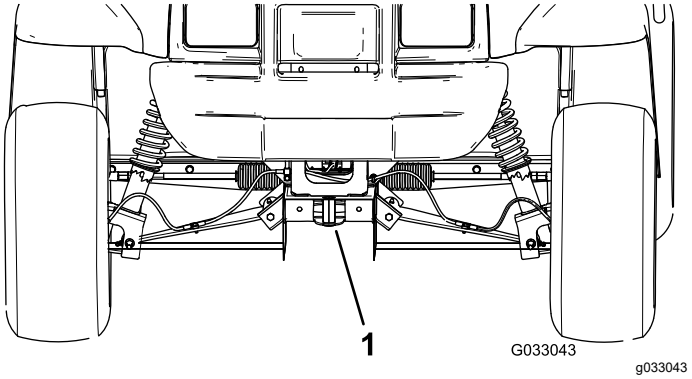
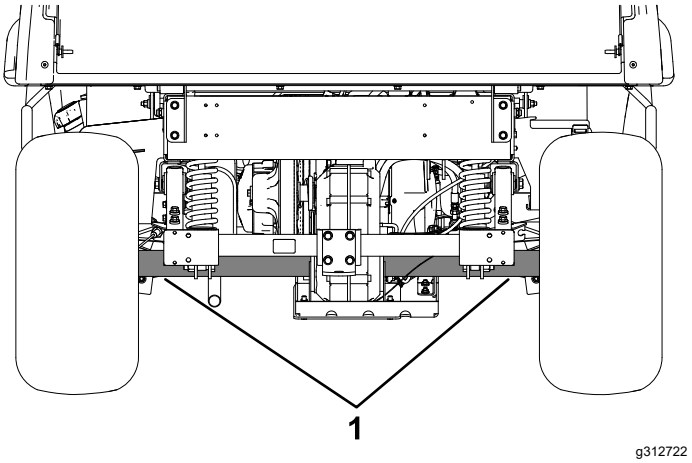

Figura 17
Figura 18
Consulte en Figura 17 y Figura 18 la ubicación de los puntos de amarre de la máquina.
2. Conecte un cable de remolque al punto de remolque, en la parte delantera del bastidor de la máquina (Figura 17).